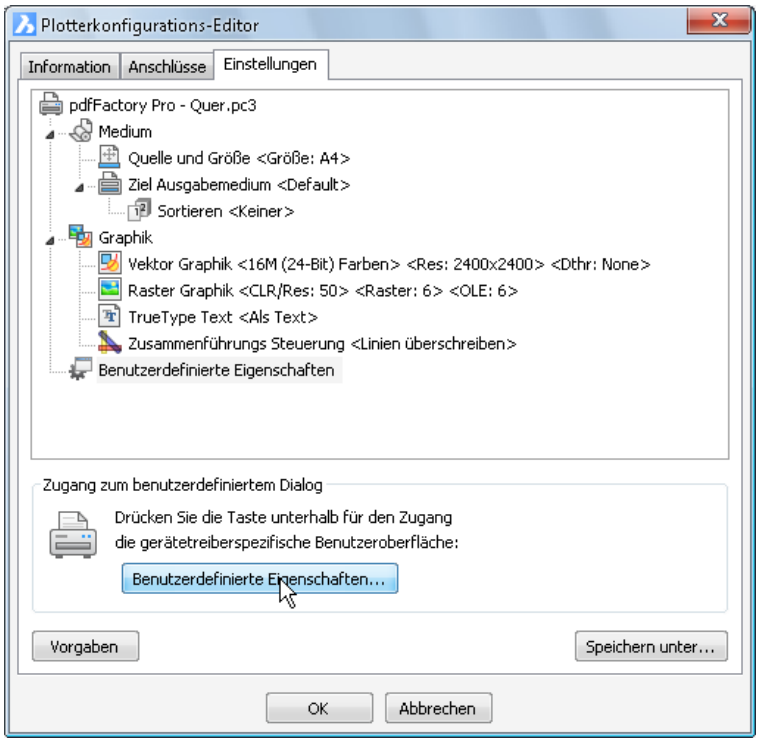

Bild 15.3 – Benutzerdefinierte Eigenschaften des *pdfFactory*-Druckers
- Wechseln Sie dann zur Registerkarte *Einstellungen* und klicken Sie auf *Benutzerdefinierte Eigenschaften* (Abb. 15.3).